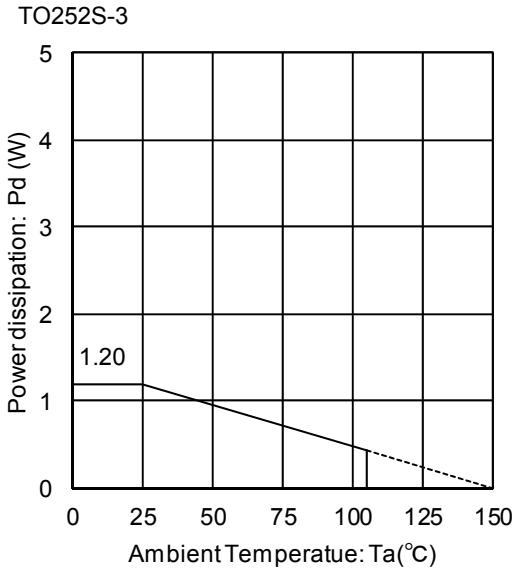
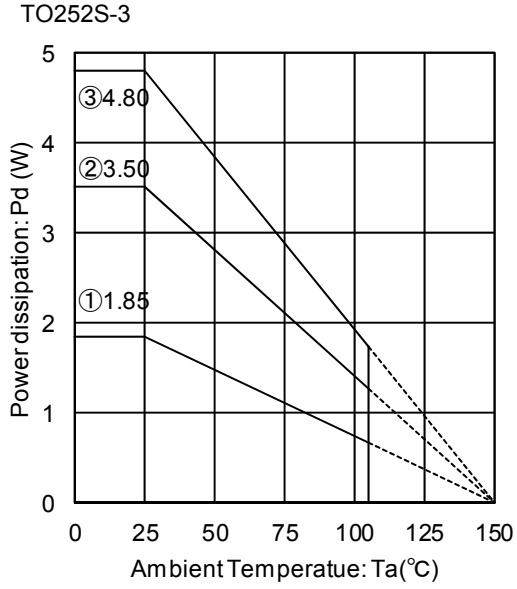

Figure 25.
Figure 26.
When used at temperatures over Ta=25℃, please refer to the power dissipation curve shown in Figure 25 and Figure 26. The IC characteristics are closely related to the temperature at which the IC is used, so it is necessary to operate the IC at temperatures less than the maximum junction temperature Tjmax.
Figure 25 and Figure 26 show the acceptable power dissipation curveof the TO252S-3 package. Even when the ambient temperature Ta is at normal temperature (25℃), the chip (junction) temperature Tj may be quite high, so please operate the IC at temperature less than the acceptable power dissipation Pd.
The calculation method for power consumption Pc(W) is as follows :(Figure 26③)
(Figure 26③ :θja=26.0℃/W → -38.4mW/℃